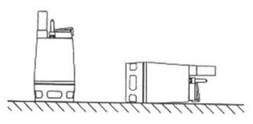

рис. 3
• Насос может эксплуатироваться в вертикальном и в горизонтальном монтажном положении, при котором напорный патрубок должен занимать наивысшую точку (рис.3)